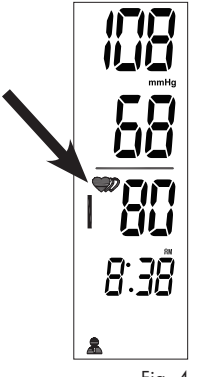

Fig. 4
7. If an irregular heartbeat was detected during the reading, the Irregular Heartbeat Detection indicator will appear on the display, Fig 4. See page 20 for more information on the Irregular Heartbeat Detection feature.